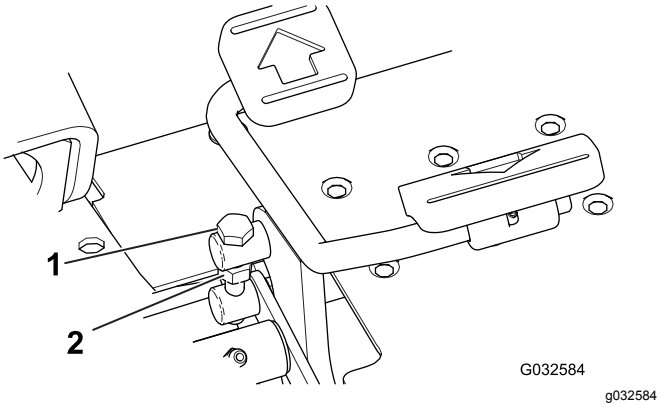

Figur 45
1. Løsne låsemutteren på vuggetappbolten på siden av trekkpedalen (Figur 45).